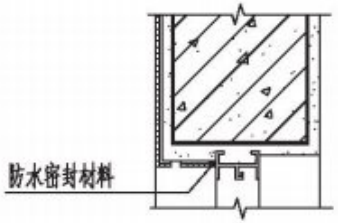
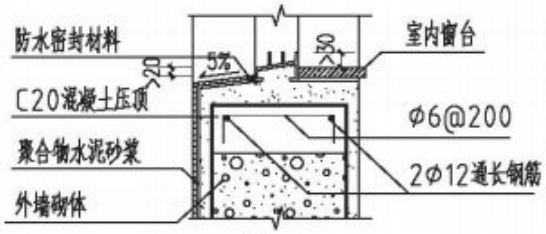
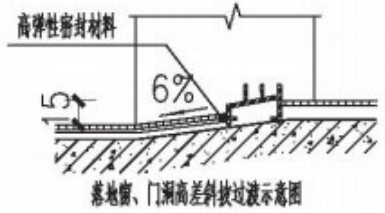

图 1
图 2
图 3
6.3.4 外窗台最高点应比内窗台面低不小于20mm,且应向外排水,排水坡度不小于5%,窗框内缘高出内窗台面不应少于30mm。饰面层与窗框下横档接缝处留宽10mm,深5mm的凹槽,嵌填高弹性耐候密封材料。(见图1、图2、图3)